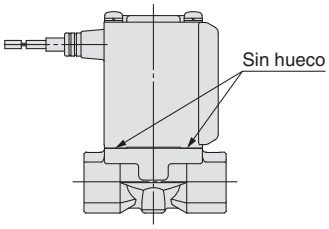
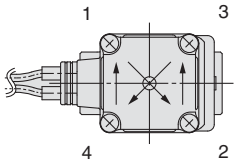

Fig.1
Fig.2
3) Presione el conjunto de bobina contra el cuerpo y apriete los tornillos dos o más giros diagonalmente (Fig. 2) en el estado que no haya espacios entre el conjunto de bobina y el cuerpo (Fig. 1.)
∗ Después de apretar los tornillos, asegúrese de que no haya espacios entre la bobina y el cuerpo (Fig. 1.)